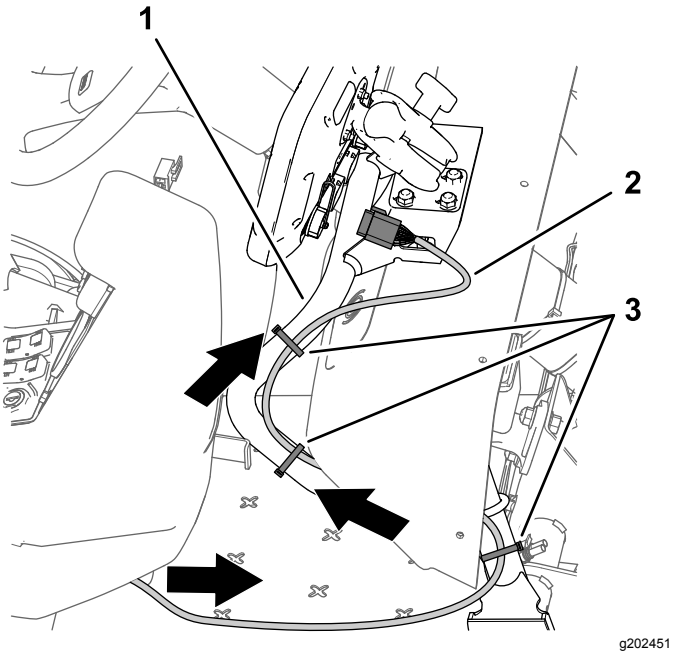

Figur 205
1. Trekk den 220 cm lange forgrening av dataledningssatsen (ledningssatsforgreningen med kontakt med 26 sokler) frem og under instrumentpanelet (Figur 205).
2. Trekk den 220 cm lange forgreningen av dataledningssatsen langs støtterøret for monitoren (Figur 205)
4. Påse at den 220 cm lange forgreningen av dataledningssatsen har nok slakk til at sprederoperatøren kan justere posisjonen til monitoren, og fest ledningssatsen til støtterøret for monitoren med kabelfester, som vist i Figur 205.